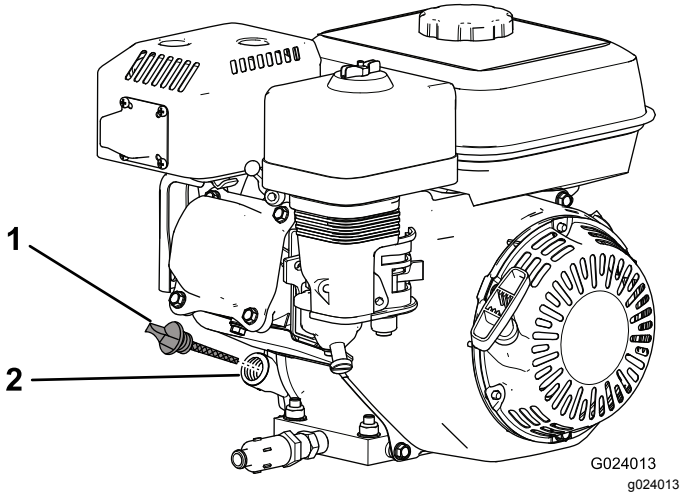

Figuur 17
2. Schakel de motor uit, wacht tot hij afgekoeld is en maak schoon rond de olievuldop/peilstok (Figuur 17).